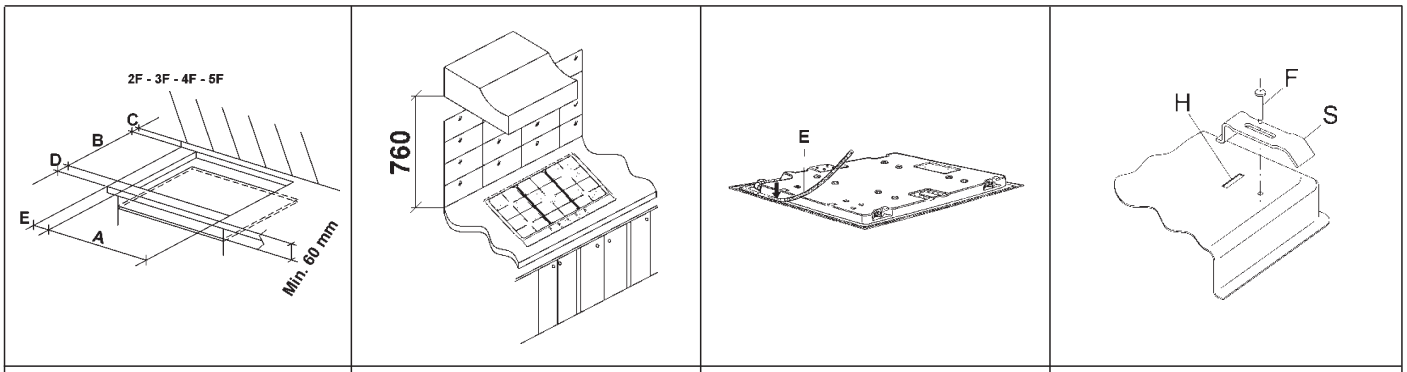

FIG. 7	FIG. 8	FIG. 9	FIG. 10
Si deve praticare nel piano del mobile componibile una apertura per l'incasso delle dimensioni espresse in mm indicate nella fig. 7, curando che siano rispettate le distanze critiche tra il piano, le pareti laterali, la parete posteriore e quella superiore (vedi fig. 7 e 8).
- Al fine di evitare possibili contatti accidentali con la superficie della scatola del piano surriscaldata durante il funzionamento dello stesso, necessita applicare una separazione in legno bloccata da viti ad una distanza minima di 60 mm dal top (fig. 7).